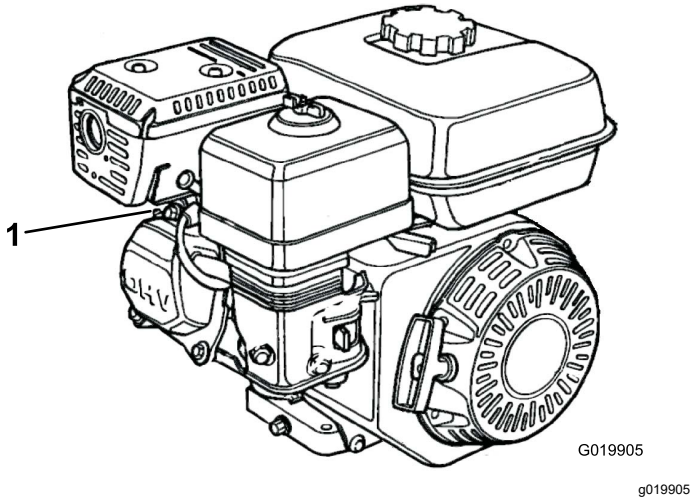

**Figur 31**
2. Lossa tändkabeln från tändstiftet (Figur 31).